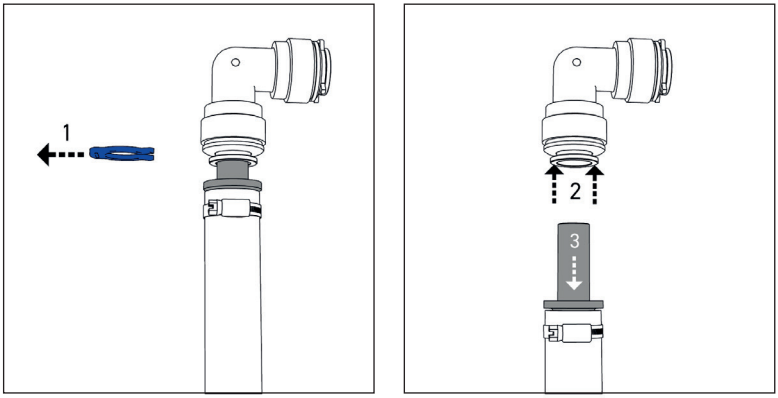

Figure 22
In winter and at sub-zero temperatures, ensure that the water in the UV unit and in the entire water system does not freeze. If this cannot be guaranteed, open all water consumers/fittings and let the pump run until no more water comes out of the fittings. For safety, now remove the hose on the water inlet side to the UV unit so that any water residues can drain out (see Figure 22 or ***4.3.4 Releasing Push-In Connectors (p.48)***). Place a towel or container under the UV unit for this purpose.
- Remove the water lines from the water connections of the UV unit (Figure 22). First remove the safety ring (1). Push back the retaining element with your fingers or using a release aid (e.g., safety ring) and hold it (2). The inserted pipe/hose can now be removed (3).